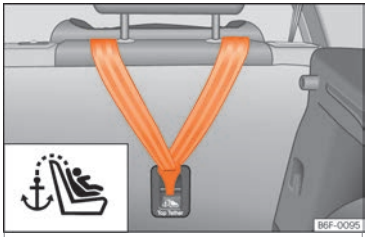

Abb. 31 Rückseite der Rücksitzbank: Halteösen für den Top Tether-Gurt.
- Befestigungsgurt durchziehen und ordnungsgemäß an der Verankerung an der Rückseite der Rückenlehne befestigen ››› **Abb. 31**.